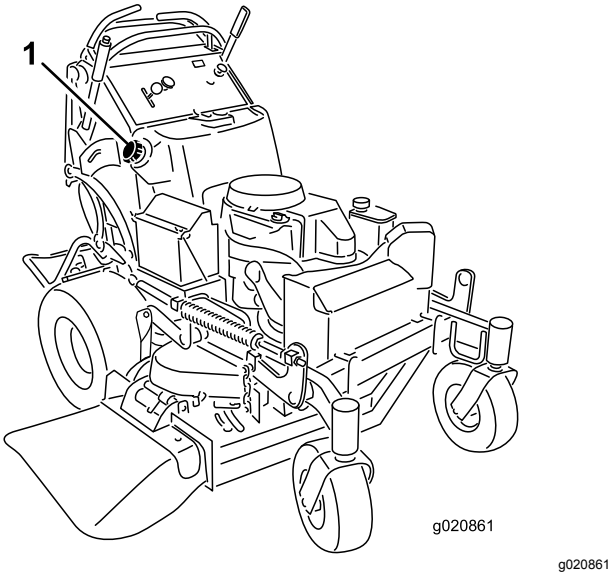

Figur 50
5. Använd sifonen och tappa bränslet i en ren bensindunk (Figur 50).